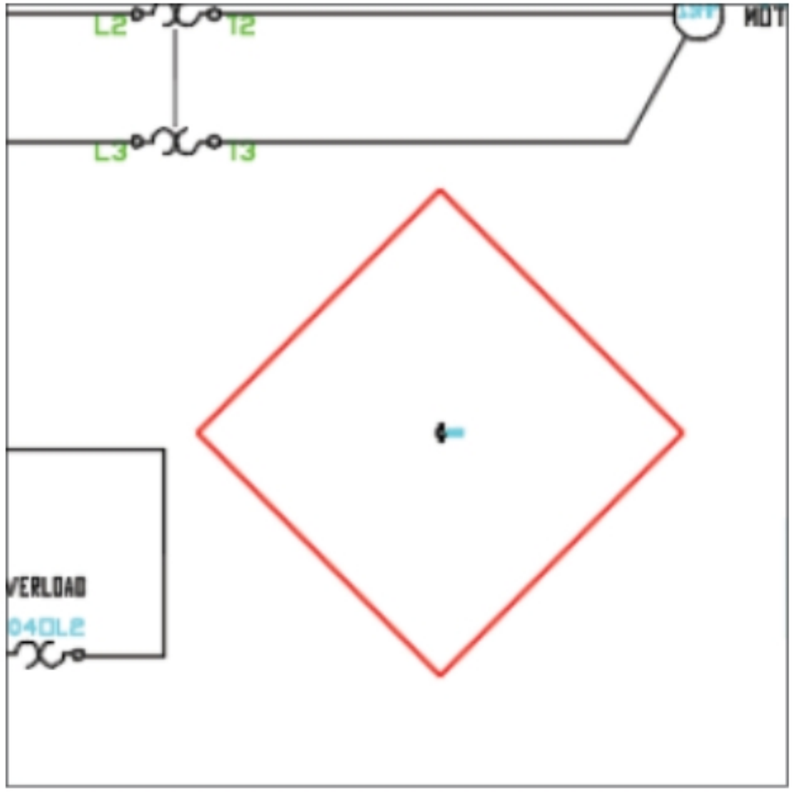

Figure-15. Component not having catalog data attached
- Click on the **Show** button to highlighted the components not having catalog data attached; refer to Figure-15.